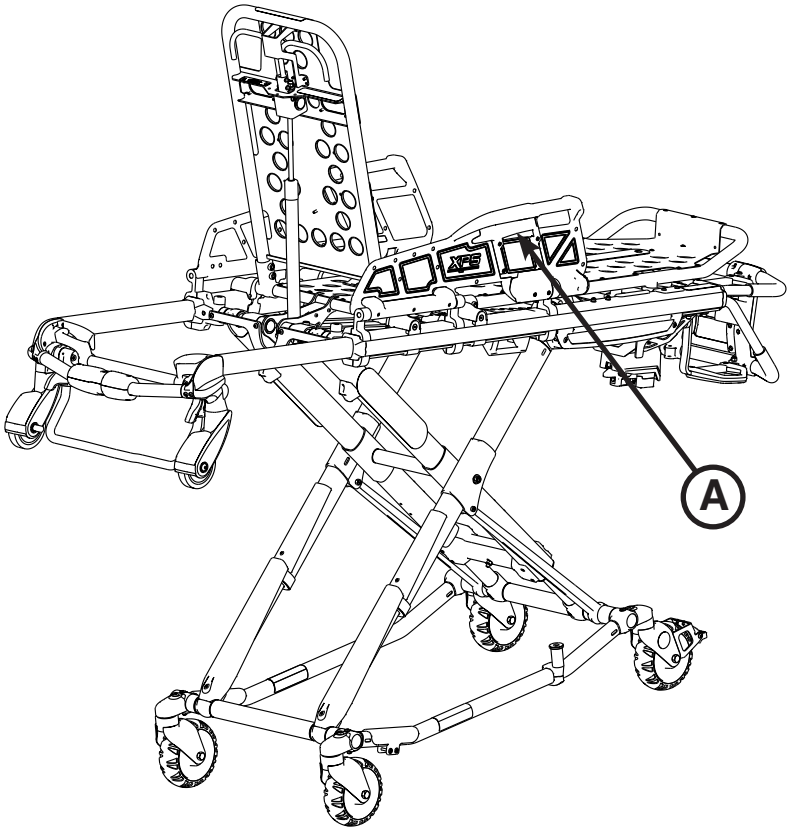

Figura 30
Per abbassare le sponde laterali, tirare per rilasciare il peso, quindi tirare la leva rossa (A) (Figura 30).